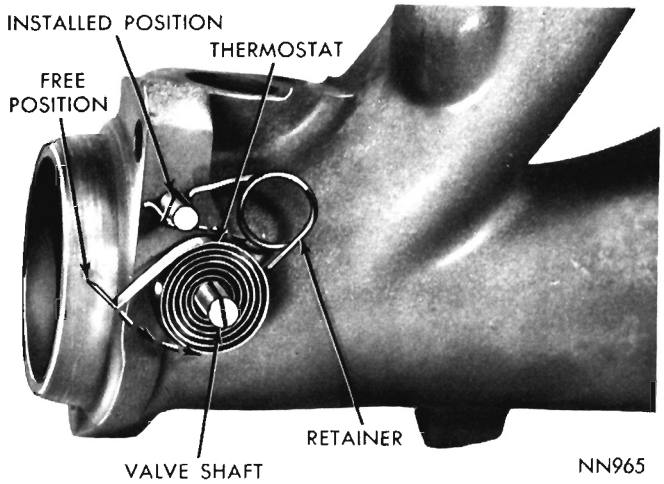
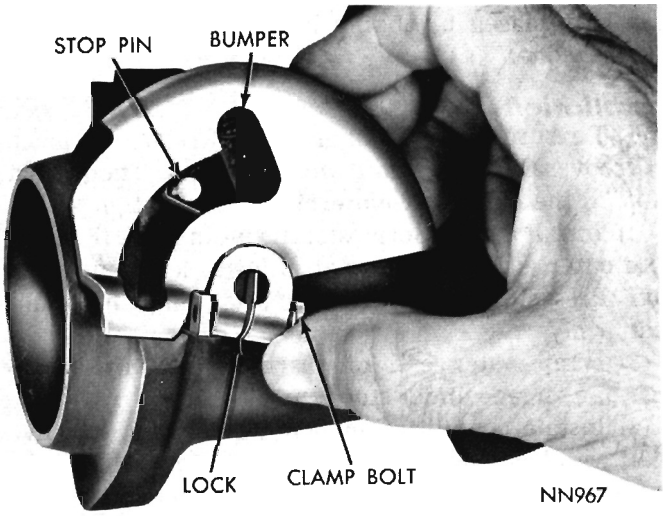

Fig. 28—Installing Thermostat (426 Hemi Engine)
Fig. 29—Installing Counterweight (426 Hemi Engine)
(2) Install a new thermostat in slot in shaft (Fig. 28) with outer end of thermostat in lower left hand position. Press inner end of thermostat into shaft and seat firmly.
(3) Wrap outer end of thermostat **counterclockwise** and engage under stop pin.
(4) Install counterweight on outer end of valve shaft with lock engaged in valve shaft slot and bumper on right hand side of stop pin (Fig. 29).
(5) Tighten clamp bolt to 50 inch-pounds with C-3380 Torque Wrench. Test operation of valve for freedom of movement.